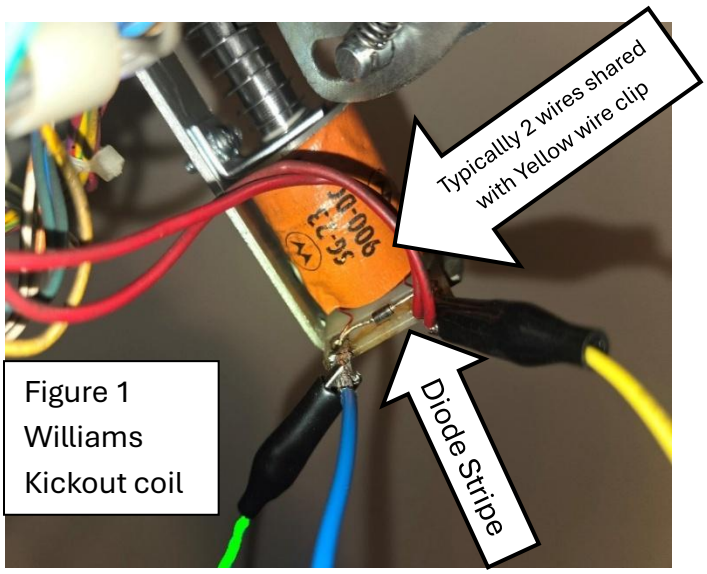

Figure 1
1.1 Connect the green wire clip from the BallSaver box to the kickout coil grounding switch wire connection. This connection on the kickout coil is not shared with other coils and typically is connected by only one wire. Thie kickout coil is the coil that kicks the ball to the outlane where it is hit by the plunger to start gameplay. See Figures 1 & 2 showing the green wire and clip. If a diode is present across the coil, the correct side for this green wire clip is the same as the non-banded side of the attached diode. An incorrect connection may damage the BallSaver or game fuse. One spare fuse is located inside the BallSaver box lid.
1.2 Connect the yellow wire clip to the kickout coil power (typically connected by two wires which are shared with other coils.) This is the remaining connection to the kickout coil to which you just attached the green wire. See Figures 1 & 2 & 3.